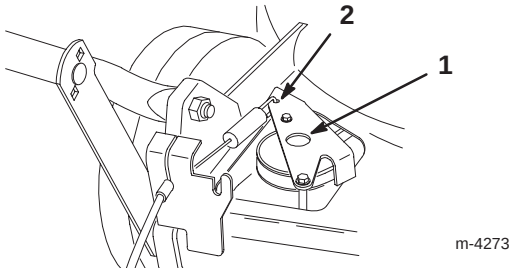

Bild 22
5. Ziehen Sie das Antriebsteil so weit nach unten, dass sie den Rasenmäher berührt. Halten Sie sie dann dort fest (Bild 22).